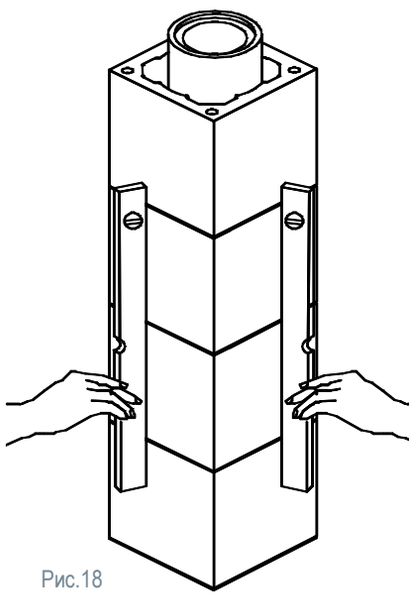

Рис.18
9. Во время укладки блоков проверяйте вертикальность дымохода строительным уровнем по двум смежным сторонам. Рис.18